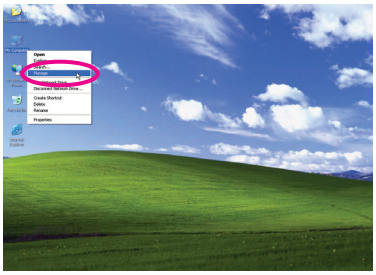
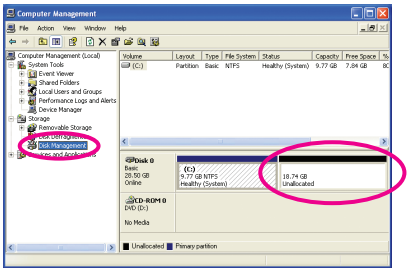

図 4
図 5
4. オペレーティングシステムのインストール後、デスクトップの**マイコンピュータ**アイコンを右クリックし、**管理**を選択します (図 4)。**コンピュータ管理**に移動して、ディスクの割り当てをチェックします。Xpress Recovery2 はバックアップファイルを割り当てられていないスペースに保存します (上の黒いストライプ) (図 5)。割り当てられていないスペースが不十分だと、Xpress Recovery2 はバックアップファイルを保存できません。